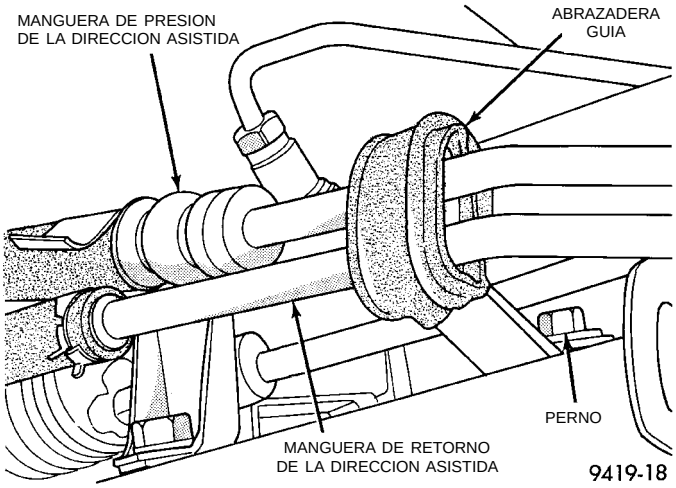
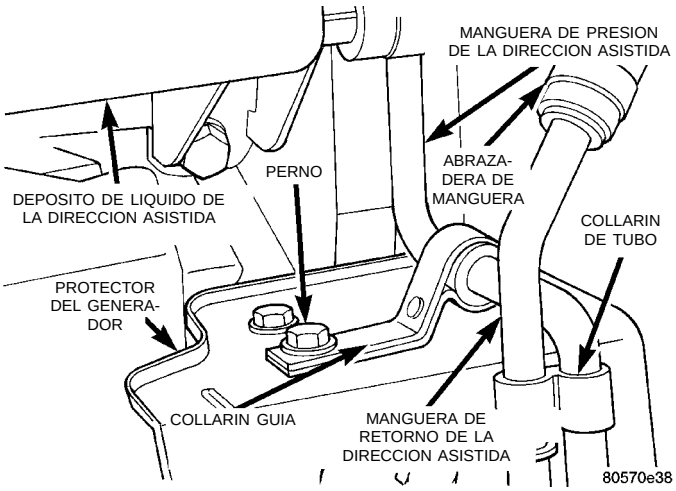
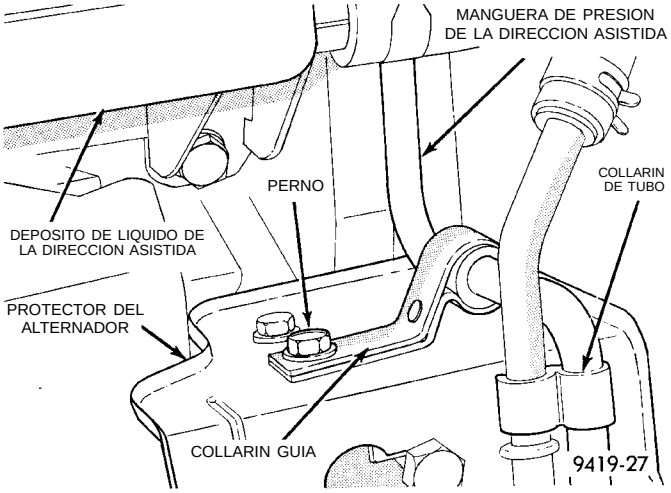
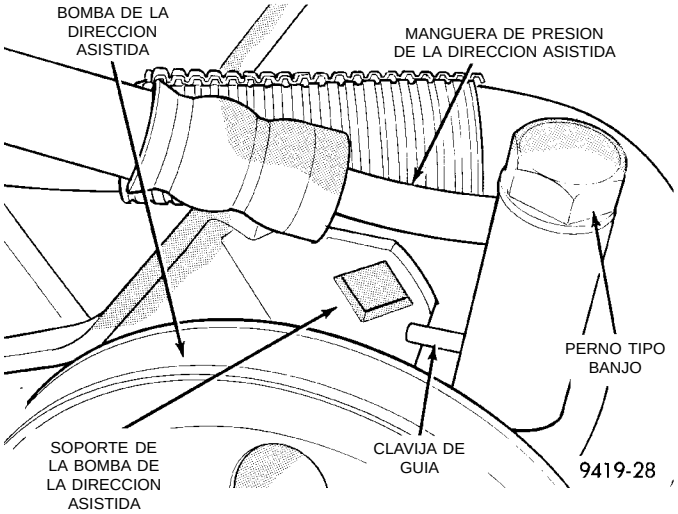

Fig. 8 Abrazadera guía de la manguera de la dirección asistida
Fig. 10 Collarín guía de la manguera de presión de la dirección asistida en el protector del generador
Fig. 11 Fijación de la manguera de la dirección asistida al protector del generador
Fig. 12 Fijación de la manguera de presión de la dirección asistida a la bomba de la dirección asistida
(1) Eleve el vehículo.
(2) Retire el perno que sujeta la abrazadera guía de la manguera de la dirección asistida a la parte delantera del travesaño del falso bastidor de la suspensión (Fig. 8).
(4) Retire la manguera de presión de la dirección asistida del collarín guía en el protector del generador (Fig. 10).
(5) Baje el vehículo.
(6) Retire el perno de fijación del collarín guía de la manguera de presión de la dirección asistida al protector del generador (Fig. 11).
(7) Afloje y retire el perno tipo Banjo y la manguera de presión de la dirección asistida de la conexión de presión en la bomba de la dirección asistida (Fig. 12).
(7) Fije la manguera de presión de la dirección asistida a la conexión de salida de la bomba de la dirección asistida (Fig. 12). **No apriete ni aplique torsión al perno tipo Banjo de la conexión de presión en este momento.**
(8) Guíe correctamente la manguera de presión de la dirección asistida evitando las curvas agudas o las torceduras de la misma. Instale el tornillo de fijación del collarín guía de la manguera de presión de la dirección asistida al protector del generador (Fig. 11) **pero no lo apriete en este momento.**
(9) Eleve el vehículo.
(11) Instale el collarín guía de la manguera de presión y de retorno de la dirección asistida en las mangueras (Fig. 8). Instale el perno que sujeta el collarín guía al travesaño del falso bastidor de la suspensión delantera. Apriete el perno que sujeta el collarín guía al travesaño del falso bastidor de la suspensión delantera con una torsión de 23 N·m (17 libras pie)
(12) Apriete la tuerca de tubo de la manguera de presión de la dirección asistida al mecanismo de dirección con una torsión de 34 N·m (25 libras pie).
(13) Instale la manguera de presión de la dirección asistida en el collarín guía en el protector del generador (Fig. 10).
(14) Baje el vehículo.
(15) Posicione la clavija de guía en la conexión tipo Banjo de la manguera de presión de la dirección asistida para que se encuentre contigua al soporte de instalación de la bomba de la dirección asistida (Fig. 12). Mientras sostiene la clavija de guía contra el soporte de instalación de la bomba de la dirección asistida, apriete el perno tipo Banjo del lado de la bomba con una torsión de 34 N·m (25 libras pie).
(16) Apriete con firmeza el perno que fija la abrazadera de la manguera de presión de la dirección asistida al protector del generador.
(17) Ponga en marcha el motor y déjelo funcionar unos segundos. Después apáguelo.
(18) Añada líquido si es necesario. Repita el procedimiento anterior hasta que el nivel de líquido permanezca constante después de hacer funcionar el motor.
(19) Eleve las ruedas delanteras hasta que no toquen el suelo.
(20) Ponga en marcha el motor. Haga girar lentamente el volante de dirección a la derecha y a la